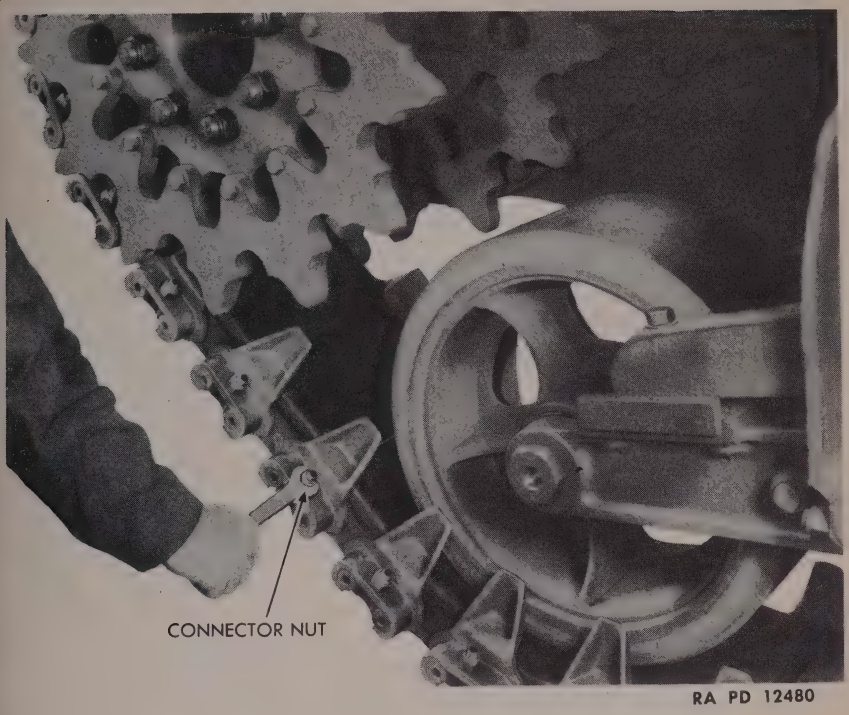
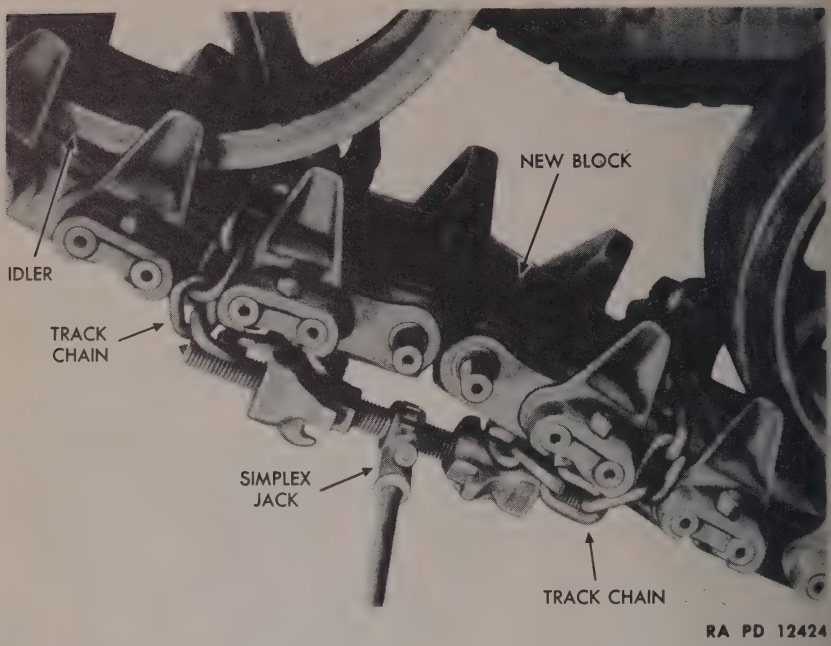
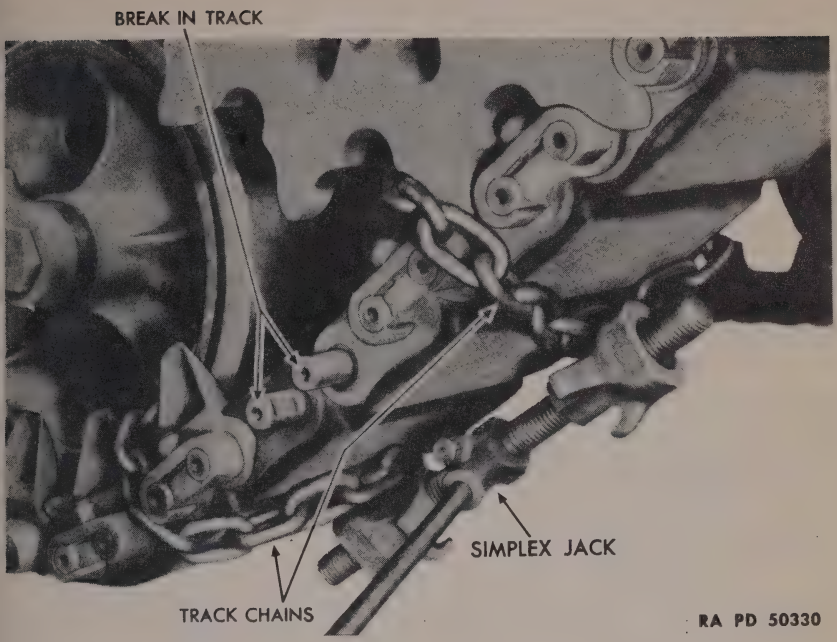

Figure 102—Removing Track Wedge Nut
Figure 103—Replacing a Dead Track Block
Figure 104—Joining Track at Front Sprocket
(1) Move tank so that block to be replaced is midway between the idler and the rear bogie wheel. Set the parking brake on the tank.
(2) Release the track tension as described in paragraph 112 **b.**
(3) Using a 7/8-inch box wrench, remove the wedge nuts (fig. 102) on the two inside and two outside connectors adjacent to the block to be replaced. Tap out wedges, being careful not to injure threads.
(4) Break the track (108 **b.** (6) except operation is done below idler instead of sprocket) and remove the block by driving off the other two connectors, using a bar and hammer.
(5) Install the new block to one end of the track by tapping the connectors into place with a hammer. Install the wedges in the connectors and, using a 7/8-inch box wrench, draw the wedges into place. NOTE: Inspect wedges and wedge nuts, and replace if worn or damaged.
(6) Hook chains to the two ends of the track, as shown in figure 103, and position the simplex jack.
(7) Draw the chains together with the jack and install remaining set of connectors.
(8) Install wedges and draw into place by installing and tightening the wedge nuts.
d. Turning Rubber Track Blocks (fig. 102). NOTE: Where track blocks are to be turned, or where several blocks must be replaced, the track should be removed from the tank, as described in the following procedure. Note that when removing the track, the track is broken at the front of the tank, between the sprocket and the front bogie wheel, instead of at the rear as described for the replacement of a single block.
(5) Disconnect the remaining section of the track and reverse its blocks and connectors as outlined in step (4).
(6) Connect the two sections of the track, tow the tank onto the front section, and roll the rear section over the idler support rollers and sprocket, using a bar between the hub nuts to bring the track around the sprocket (see f for use of engine in this operation).
(7) Connect the track as shown in figure 104.
e. Replacing Thrown Track (fig. 103). Because conditions under which a track may be thrown vary so greatly, there is no one procedure that can be set down as the best possible method for replacement of a thrown track. Following is a procedure that can be used under the worst type of conditions and that can be modified for different situations.
(1) Break the track underneath, either, the idler or the sprocket, depending on which end has the least twist.
(2) Roll tank completely off the track by towing it with another tank.
(3) Roll up track and move it to the front or to the rear of the tank, depending on which side has the best and smoothest ground for towing the tank back on the track.
(4) Lay the track out with one end under the nearest bogie and with the same end in a trench dug deep enough so that the bogie can roll directly onto the track without having to raise up over the bump made by the first block of the tank.
(5) Tow the tank onto the track until about 16 inches of one end of the track protrudes beyond the front bogie wheel of the tank.
(6) Roll the track up over the idler, support roller, and around the sprocket, using a bar between the hub nuts to connect the track (fig. 104). NOTE: Sometimes the track may be thrown in such a manner that proper manipulation of the tank and the use of blocks make it possible to throw the track back on again.
(1) Break the old track under the sprocket and roll the track back off the tank, using a bar in the sprocket hub nuts.
(2) Lay out the new track in front of the old one and connect the two.
(3) Tow the tank onto the new track until about 16 inches of the track protrudes beyond the front bogie wheel.
(4) Disconnect the old track and roll the new one up over the idlers, the track support rollers and around the sprocket, and connect (fig. 104). NOTE: To install a new track when the old track is off the tank, proceed as in steps 3, 4, 5 and 6 under e of this paragraph.
g. Reversing the Track (figs. 104 and 105). To equalize the driving wear on the track connectors and thus lengthen the operating life of the track, the entire track can be reversed or turned end for end. This will shift the driving wear to the opposite ends of the connectors. Under good ground conditions the shift can best be done by breaking the tracks at the front, just below the sprocket, working the tracks up and off the sprockets, and pulling the tank completely off both tracks. The following field method can be used, however, when it is an advantage because of mud, soft ground, or other conditions, to keep the tank on part of the track at all times, and to move the tank under its own power.
(1) Break the right track at the rear, just below the idler, and using the left track for traction, move the tank ahead until the end of the right track comes off the sprocket. Break the right track at the center, turn the free section around end for end and drive the connectors on far enough, to hold the track together.
(4) Remove cable from sprocket drum, work track over sprocket, and connect the track as described in paragraph 112 d (6) (fig. 104).
(5) Repeat the operations on the left track.